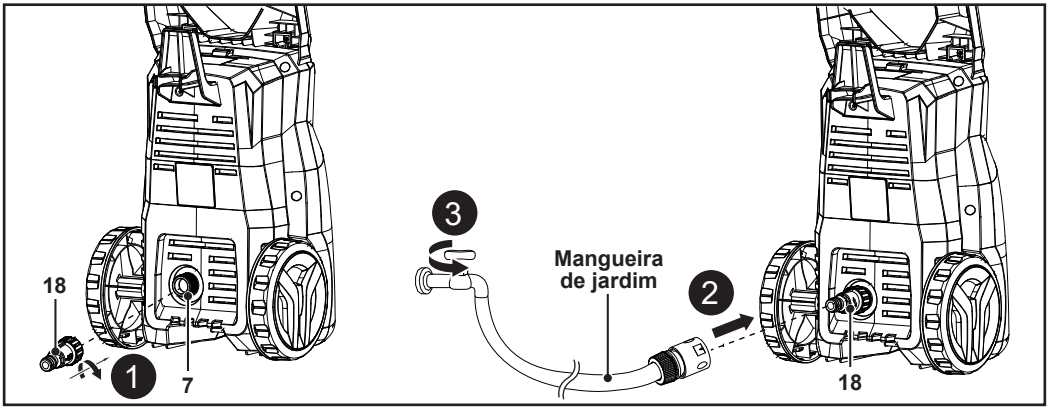

Fig. 7
1. Remova a tampa de plástico da entrada de água (5).
2. Ligue o conetor da entrada de água (18) à entrada de água (5) enroscando-o para a direita (Fig. 7, passo 1).
3. Ligue uma extremidade da mangueira de jardim (não incluída) ao conetor da entrada de água (18) (Fig. 7, passo 2).
4. Ligue a outra extremidade da mangueira de jardim a uma fonte de abastecimento de água adequada (Fig. 7, passo 3).